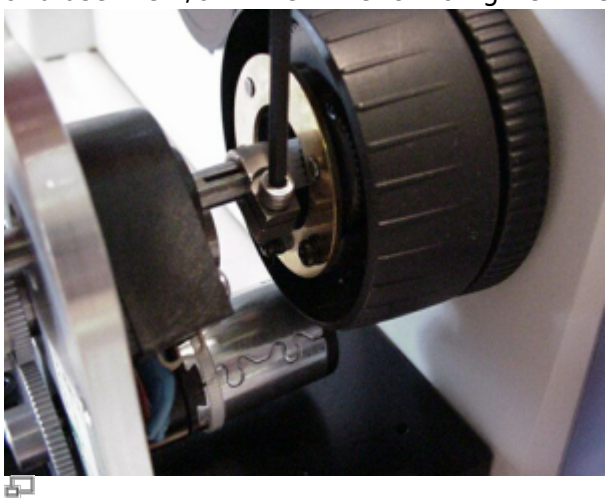

Figure 8 Tighten the clamp on the fine focus shaft
Figure 7 Install Z-drive over fine focus shaft, and insure that tab on the end of the clamp goes into the slot on the brass piece, or white gear. Hold the clamp firmly against on the brass piece, or white gear, and use the 7/64” Allen wrench to tighten the clamp as shown in figure 8.
b) Locate the ASI fine focus motor drive and vertical adjustment screw (M4 x 12 hex head screw removed when the base plate was installed). Align the drive shaft on the ASI drive with the microscope fine focus shaft and slide the motor drive over the fine focus shaft as shown in figure 7. Insure that tab on the end of the clamp goes into the slot on the brass piece, or white gear. Hold the clamp firmly against on the brass piece, or white gear, and use the 7/64” Allen wrench to tighten the clamp as shown in figure 8.